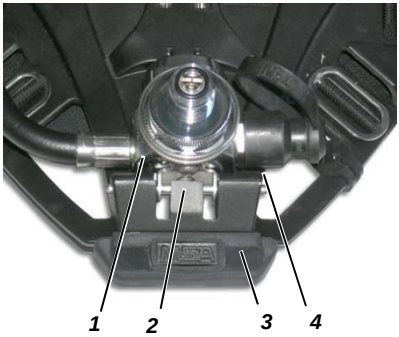
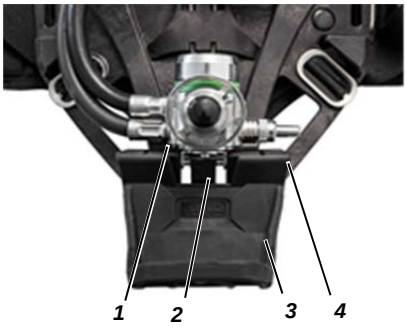

Fig. 26 Reduceerventiel met bumper
Fig. 27 Reduceerventiel met bumper en ventielbescherming
(9) Duw de as uit de houder van het reduceerventiel (→ Fig. 26 en Fig. 27).
(10) Verwijder de reduceerklep van de rugplaat, duw de borgveer niet omhoog.
(11) Reinig de rugplaat met cilinderriem bij max. 60°C.
(12) Reinig het harnas in een geschikte wasmachine bij max. 60°C.
(13) Reinig leidingen, reduceerklep en manometer bij voorkeur met de hand.